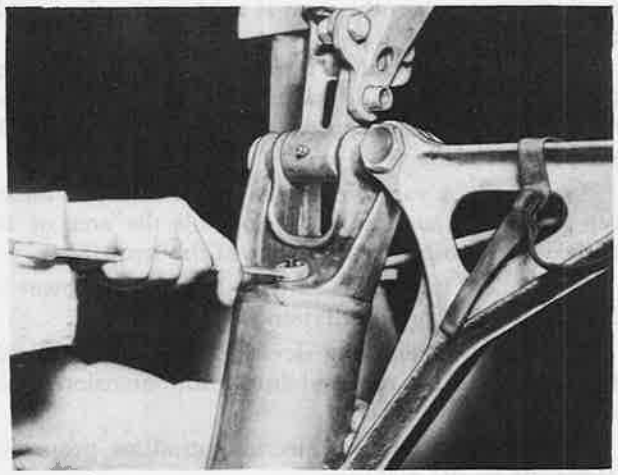

Figure 399—Releasing Air Pressure in Shock Strut by Backing Off Filler Plug
a. Deflate each pair of struts by backing off the air valve filler plug of one strut slightly (figure 399) and allowing the air to escape slowly past the copper gasket at the plug seat. This will prevent damage to the valve core caused by the sudden rush of high pressure past the valve core seat. Back off the filler plug until all "fizzing" of air and fluid ceases. Do not attempt to remove the filler plug without first deflating the strut in this manner. Always use a wrench to remove or install the filler plug; never use pliers.
(1) Remove the shock strut from the airplane as instructed in paragraph *4.b.*(4)*(b)1.*, this section.
(2) Relieve all air pressure in the shock strut by backing off the filler plug (figure 399) until all "fizzing" of the air and fluid stops.